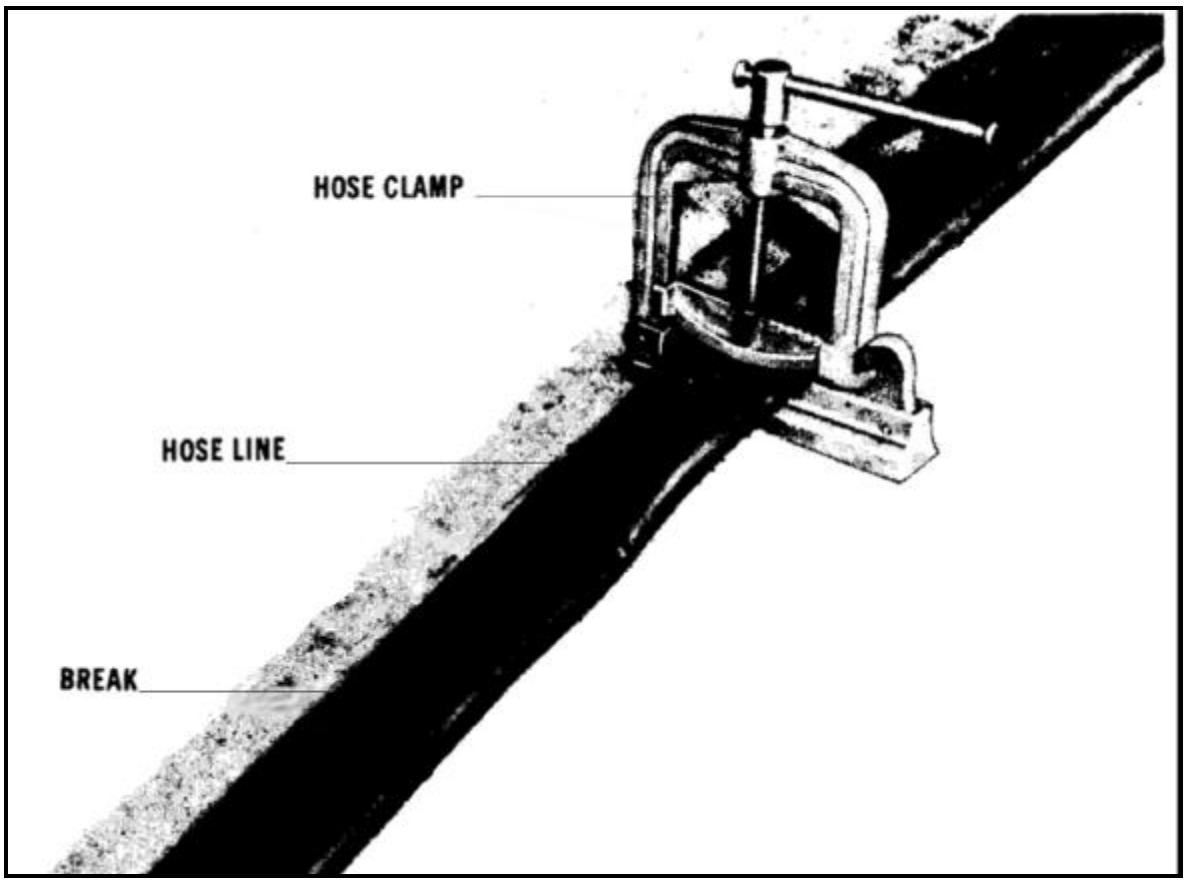

Figure 27-12. Clamp applied to hose
•Put a hose clamp (from the repair kit) on each side of the break as shown in Figure 27-12, page 27-10.